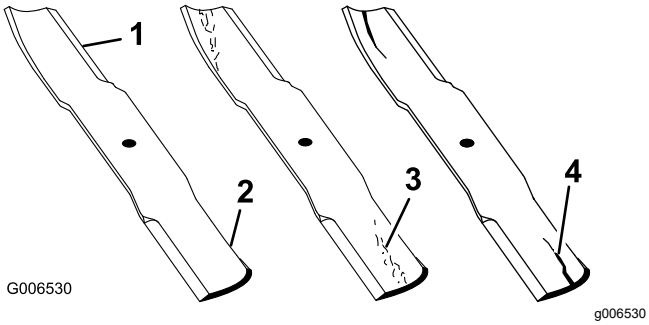

Figur 28
1. Efterse skærekanterne (Figur 28).
4. Hvis skæreknivene er beskadiget eller slidt, eller hvis der er antydning af en revne i dette område, skal der straks monteres nye skæreknive (Figur 28).